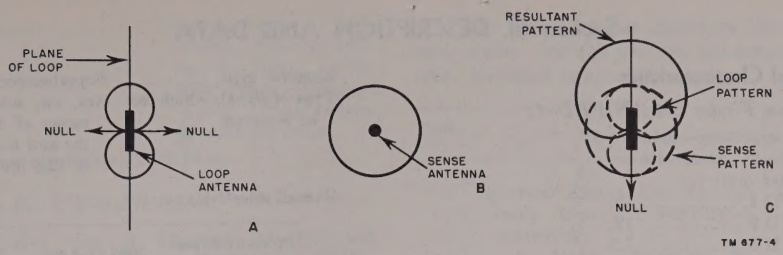

Figure 4. Antenna radiation patterns.
pickup (null) is obtained when the plane of the loop is perpendicular to the path of the signal. The antenna pattern is in the form of a *figure 8* as shown in A, figure 4.
c. The pattern of the *sense* antenna is circular (B, fig. 4). When the voltage from the sense antenna is combined in the proper phase relationship with the voltage from the loop antenna, a cardioid pattern results (C, fig. 4). This pattern has but one null and one maximum which are related in position to the nulls and maximums of the loop pattern as shown. The cardioid null lies to the right of one null and to the left of the other null of the *figure 8* pattern. By manipulating the loop and sense antennas while operating the equipment and observing the position of the cardioid null with respect to the loop nulls, it is possible to resolve the 180° bearing ambiguity of the loop and determine whether the signal is arriving from the front or the rear of the set.